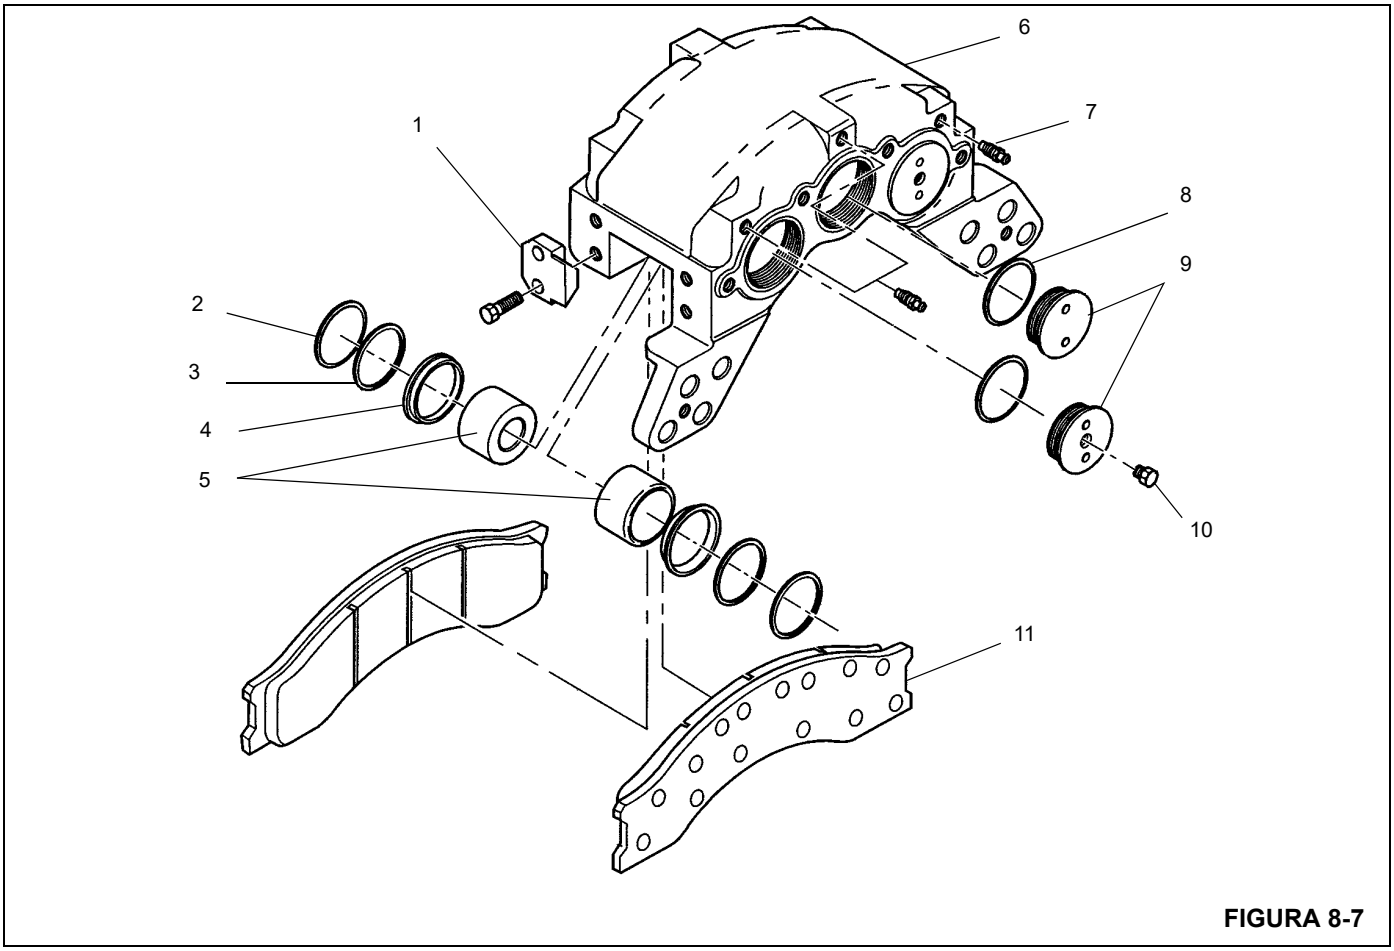

FIGURA 8-7
d. Retire los émbolos (Figura 8-7) de las cavidades opuestas a la placa de montaje.